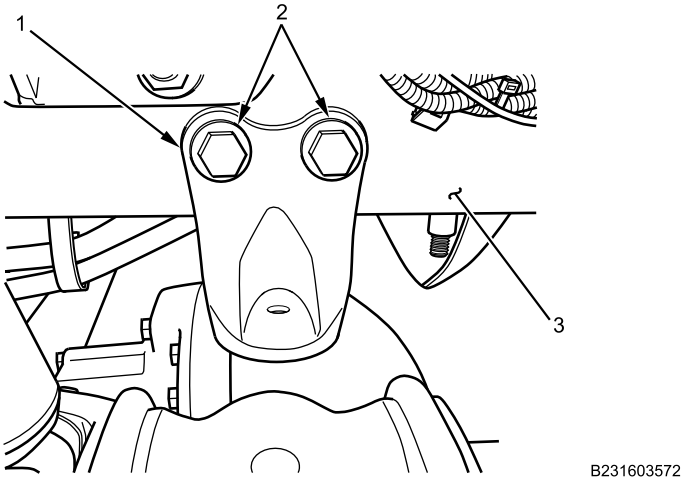

Figure 3. Front Bumper Stop Bracket Installation.
1. Apply corrosion preventive compound to two bolts (Figure 3, Item 2).
2. Position front bumper stop bracket (Figure 3, Item 1) on frame rail (Figure 3, Item 3). Install two bolts (Figure 3, Item 2).